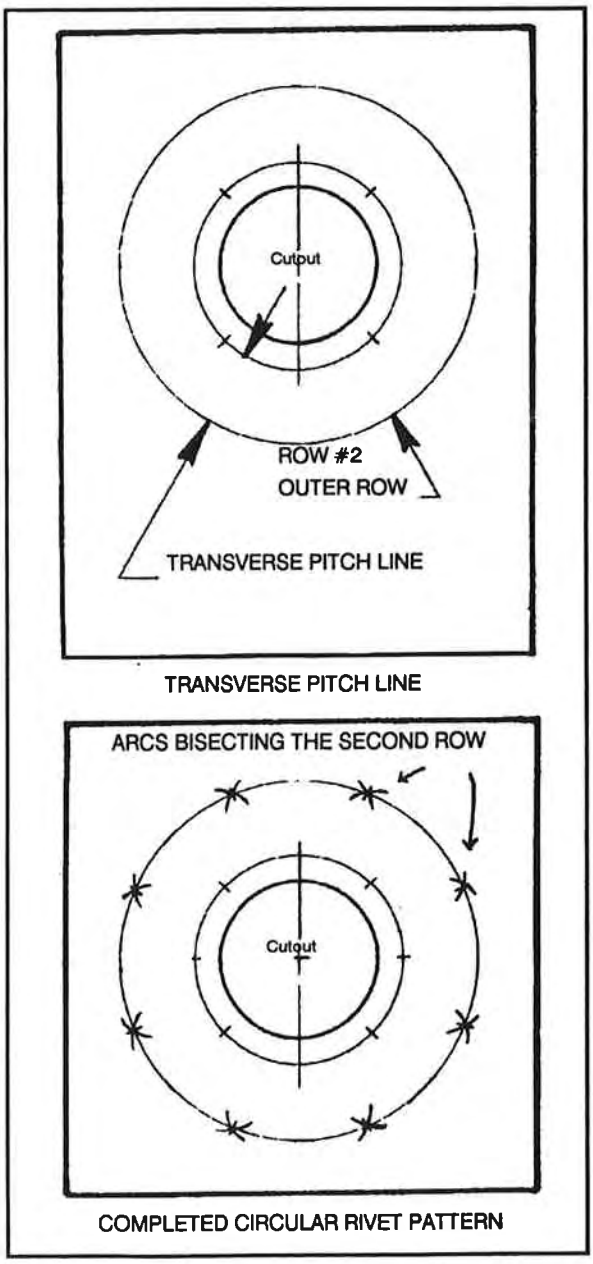

Figure 8-28. Transverse pitch line and completed circular rivet pattern
- Starting again from the center of the damage cutout, draw another circle around the damage cutout for the second row of rivets (Figure 8-28).
- To layout the rivets on the second row, use a pencil compass to bisect the rivets in the first row. Make the arcs touch the second row line (Figure 8-28).